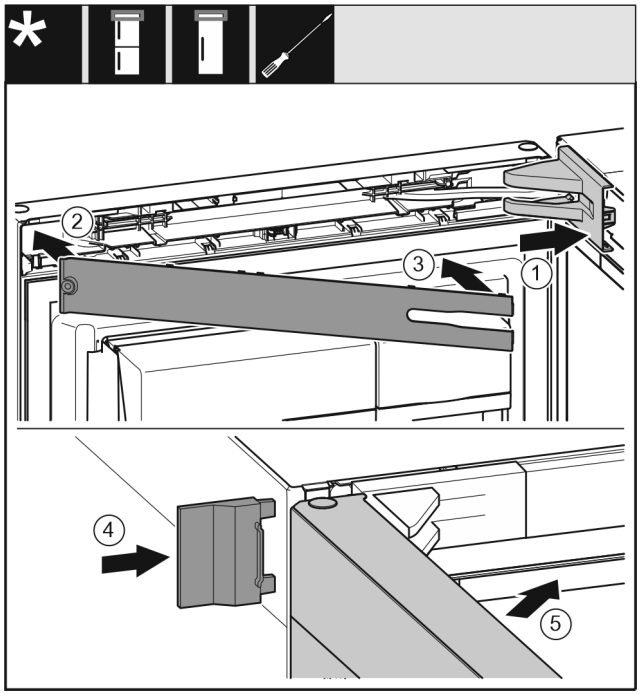

Fig. 35
▶ Nasaďte a zaklapněte kryt stojanu ložiska *Fig. 35 (1)*, příp. opatrně přitlačte od sebe.
▶ Nasaďte záslepku *Fig. 35 (2)*.
▶ Záslepku *Fig. 35 (3)* sklopte a zaklapněte.
▶ Vnější kryt *Fig. 35 (4)* nasuňte.
▶ Zavřete horní dveře *Fig. 35 (5)*.